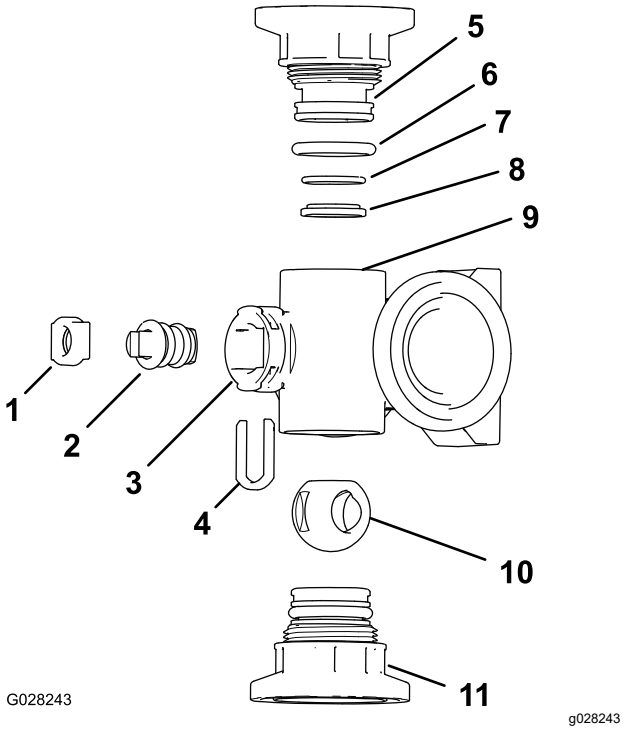
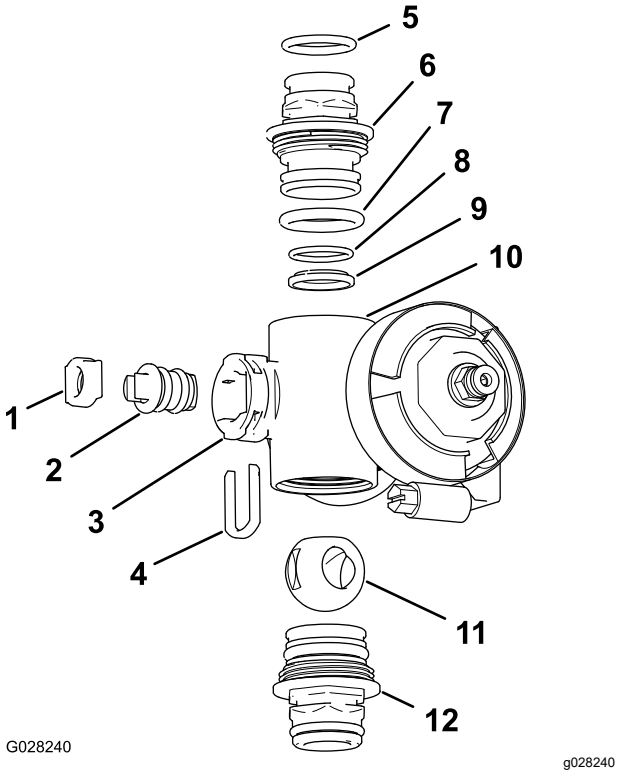

**Figur 129**
**Figur 130**
2. Ta bort ändkåpans två fästen från respektive ände av grenrörshuset (Figur 129 och Figur 130).
4. Ta bort ventilskafthållaren från hålen i grenrörets skaftport (Figur 129 och Figur 130).
5. Ta bort ventilskafthållaren och ventilskaftets säte från grenröret (Figur 129 och Figur 130).
6. Ta bort ventilskaftenheten inuti grenrörshuset (Figur 129 och Figur 130).
1. Kontrollera att utloppskopplingens o-ringar (endast sektionsventilens grenrör), ändkåpans o-ringar, bakre sätets o-ringar och kullagret inte är skadade eller slitna (Figur 129 och Figur 130).
2. Stryk på silikonfett på ventilskaftet och montera det i ventilskaftsätet (Figur 129 och Figur 130).
3. Montera ventilskaftet och sätet på grenröret och fäst dem med ventilskafthållaren (Figur 129 och Figur 130).
4. Kontrollera att bakre sätets O-ring och kullagret är inriktade och sitter ordentligt i ändkåpans fäste (Figur 129 och Figur 130)
5. Montera ändkåpans fästenhet på grenrörshuset tills flänsen på ändkåpans fäste vidrör grenrörshuset (Figur 129 och Figur 130), och vrid sedan ändkåpans fäste ytterligare ett åttondels till ett kvarts varv.